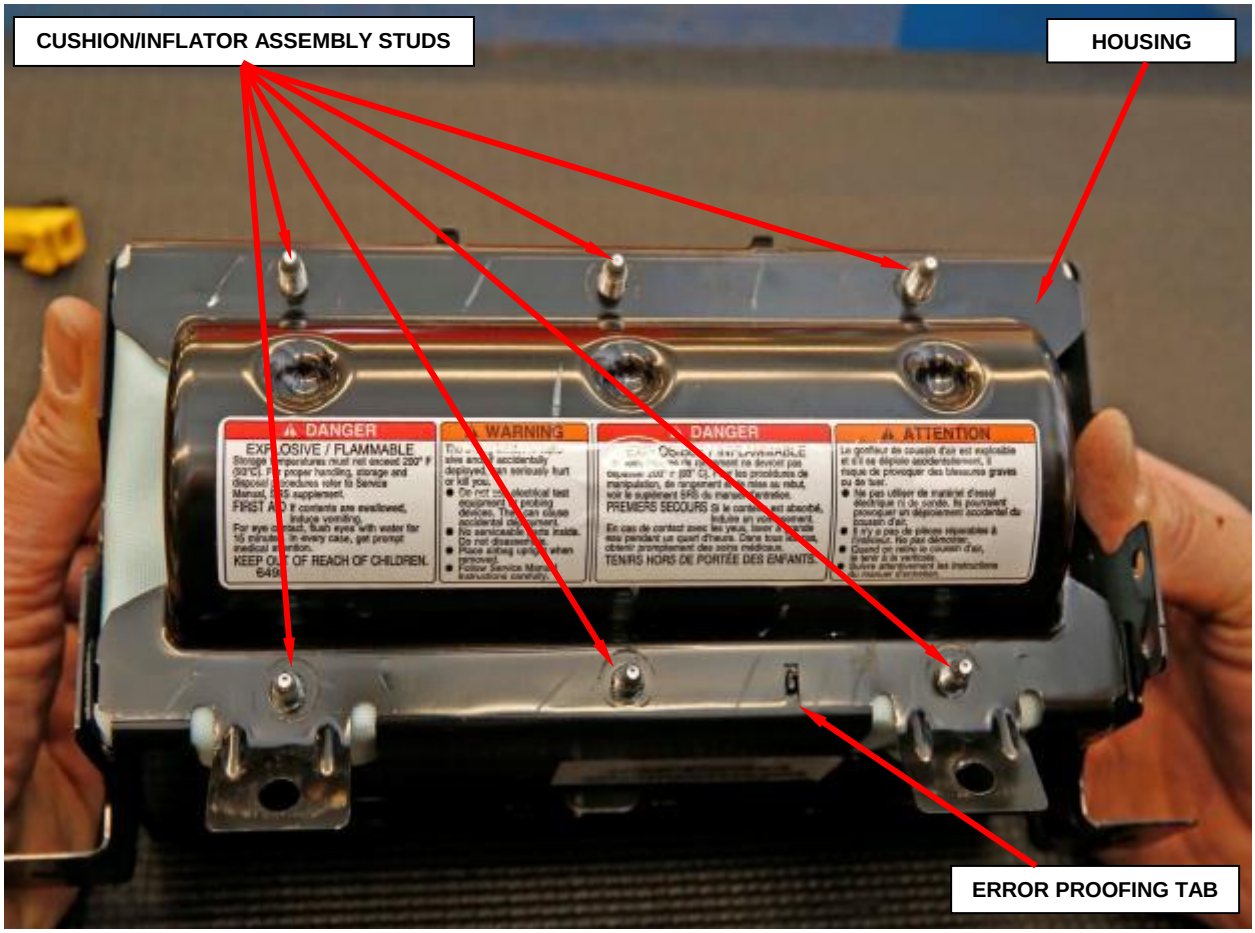

**Figure 24 – Error Proofing Tab**
i. Insert the cushion/inflator assembly into housing ensuring correct orientation as shown (Figure 24).
**NOTE: Ensure proper inflator fit. Note error proofing tab when reassembling to housing (Figure 24).**